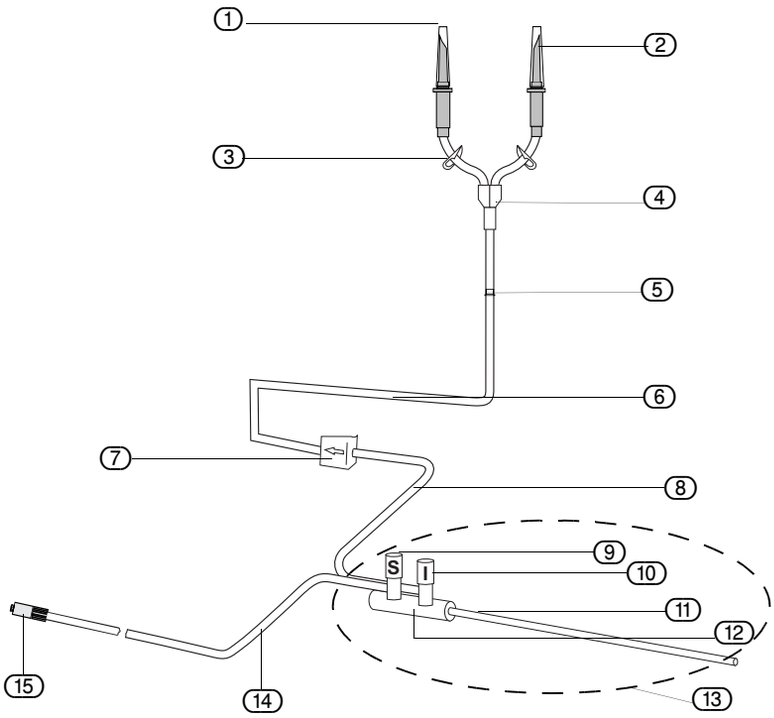

Fig. 5-6 Éléments du lot de tubulures d’aspiration/d’injection
▶ Avant d'introduire le lot de tubulures, fixer les deux pinces à tubulure (3) (Fig. 5-6 "Éléments du lot de tubulures d’aspiration/d’injection") aux poches.